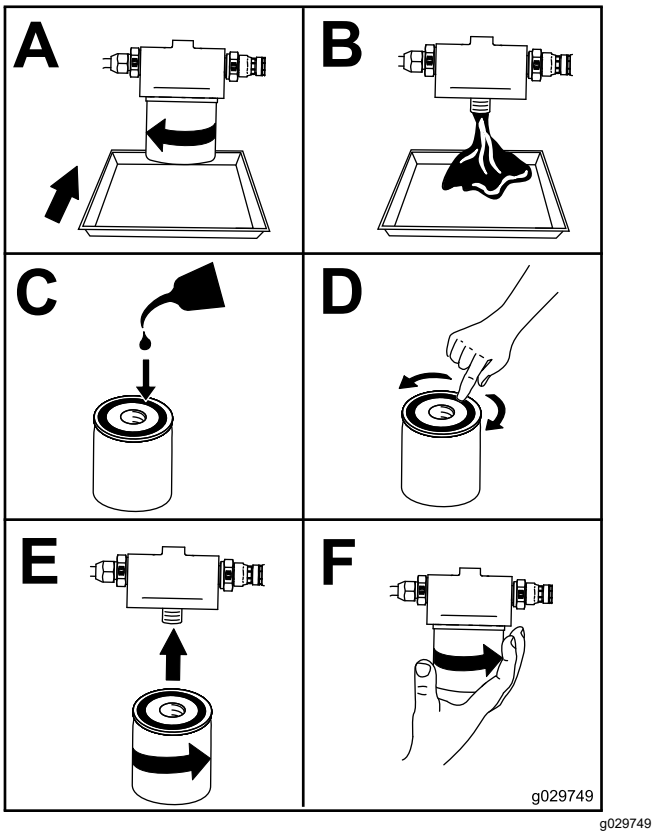

Figur 46
6. Byt oljefiltret (Figur 46).